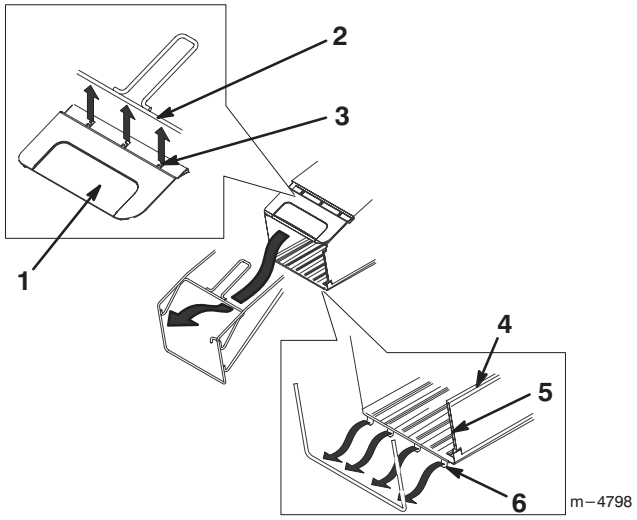

Figuur 6
3. Klik de bovenste stang van het frame vast in de drie klemmen aan het deksel, zoals getoond in figuur 6.
4. Schuif de twee zijtunnels en twee bovenste tunnels van de graszak over het zakframe, zoals getoond in figuur 6.
5. Klik de onderste framestang vast in de vier klemmen aan de zakbodem, zoals getoond in figuur 6.